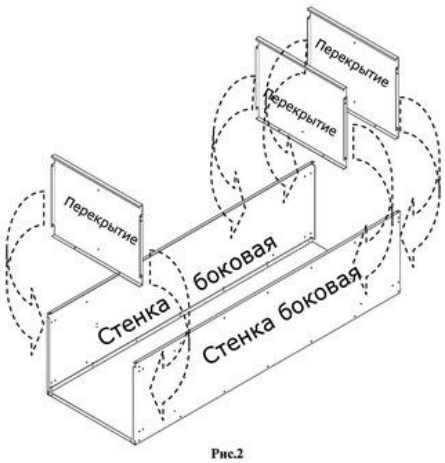

Рис.2
2. Установить перекрытия (рис.2). Двойной гиб перекрытий развернуть в сторону лицевой поверхности шкафа. Закрепить перекрытия на боковых стенках.